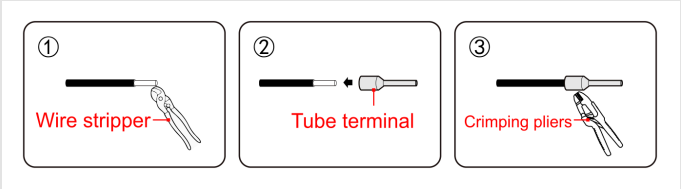
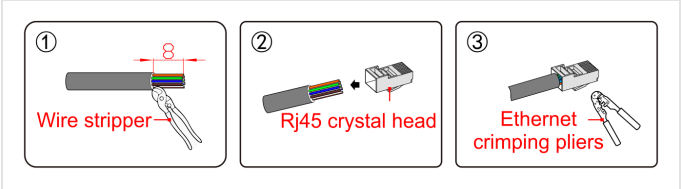

FIGURE 4-56 Dry contact wires: strip (1), fit the ferrule (2), crimp (3)
FIGURE 4-57 Network cables: strip (1), insert in the RJ45 plug (2), crimp (3)
1. Crimp the communication cables. Dry contacts use cord-end (ferrule) terminals (Figure 4-56). Network, RS485, RS232, BMS and Modbus use RJ45 plugs (Figure 4-57), pins as in Table 4-9.